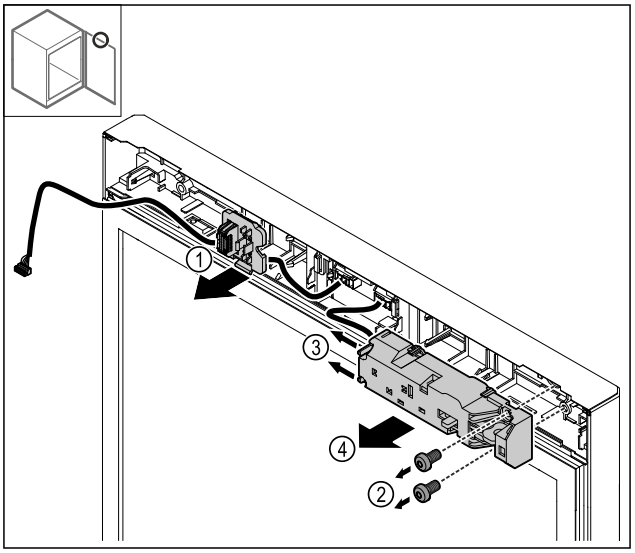

Fig. 28
- ▶ Deblocați suportul fișei *Fig. 28 (1)*.
- ▶ Îndepărtați șuruburile *Fig. 28 (2)*.
- ▶ Apăsați ciocurile de fixare *Fig. 28 (3)* în lateral și detașați încuietoarea electrică *Fig. 28 (4)*.